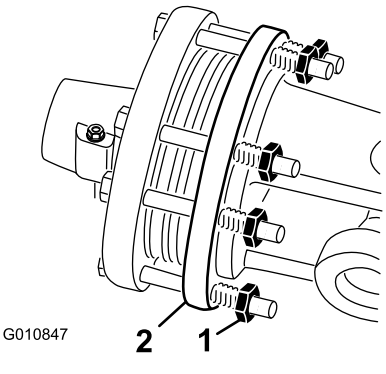

Figuur 49
1. Draai aan het einde van het seizoen beide moeren van de koppeling 2 slagen los (Figuur 49).